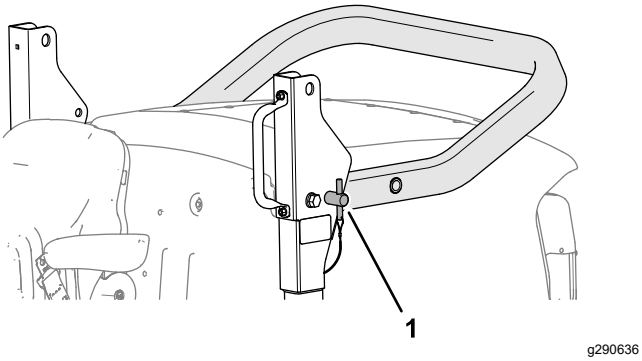

Figuur 21
5. Steek de pennen van de rolbeugel in de onderste openingen van de draaibeugels (Figuur 21).